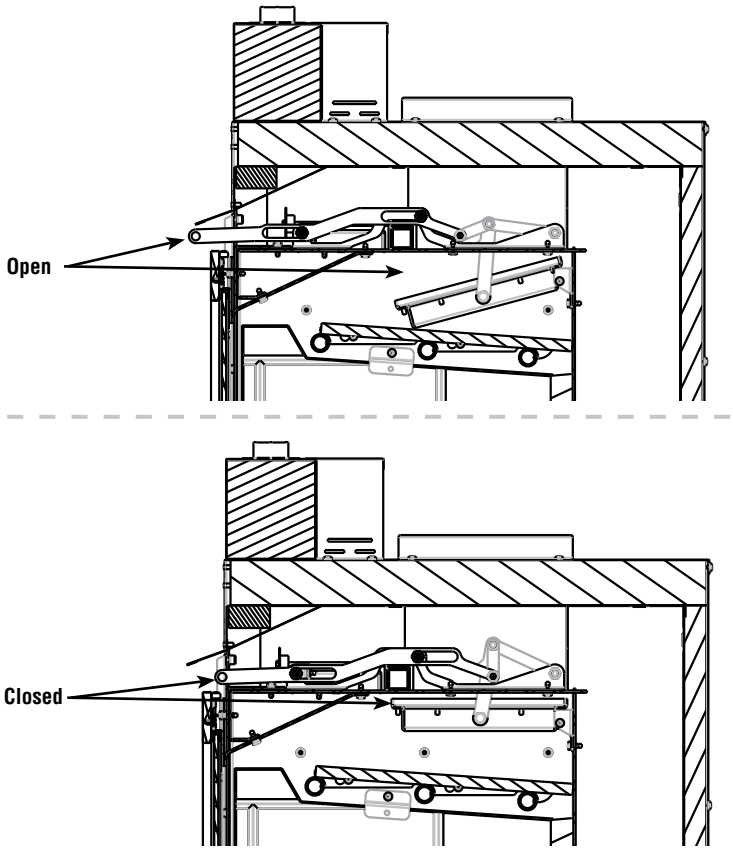

Figure 5 - CAT Bypass
Step 1. Open the CAT Bypass fully *(see **Figure 5**)*.